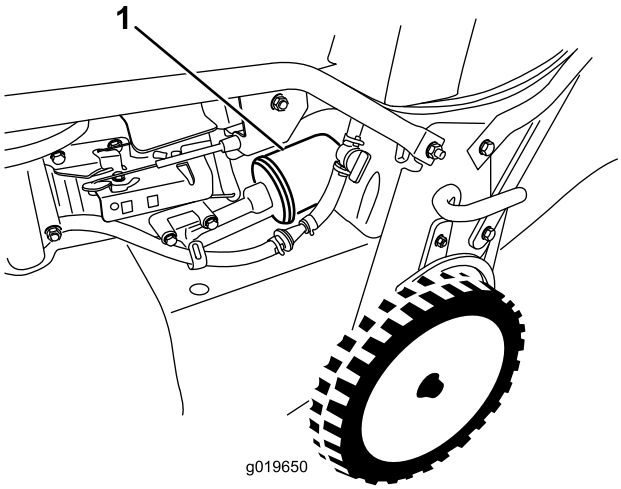

Figura 24
6. Togliete il filtro dell'olio (Figura 24).